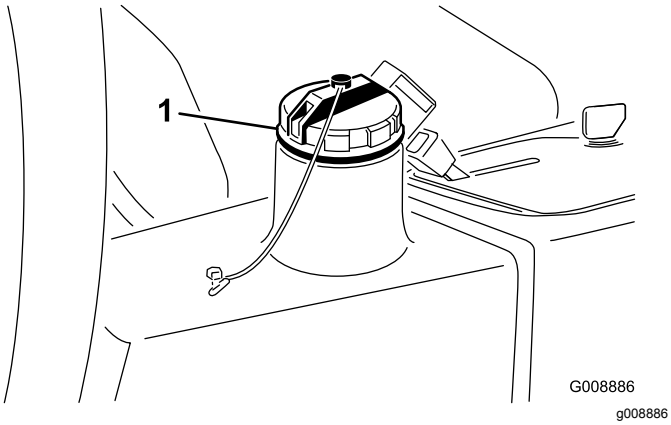

Figur 75
4. Fyll beholderen (Figur 75) med omtrent 13,2 liter hydraulikkvæske. Se Kontrollere det hydrauliske systemet (side 27).